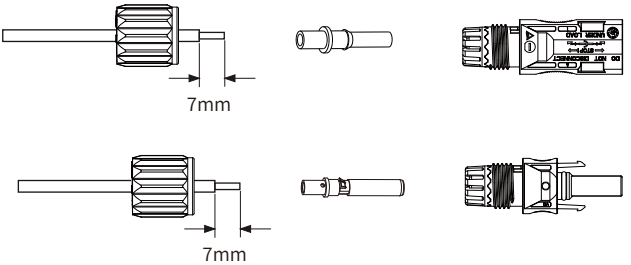

Figura 5.3 Desmontagem da porca de capa do conector
a)Descasque o fio CC cerca de 7mm, desmonte a porca de capa do conector (veja figura 5.3).